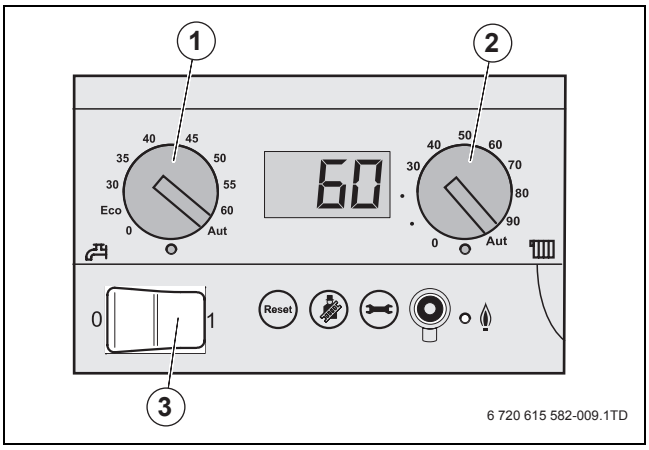

Fig. 9 Cuadro de maniobra del controlador básico
- Situar la tecla ON/OFF (→ fig. 9, [3], pág. 12) del panel de mando en la posición 1 (ON).